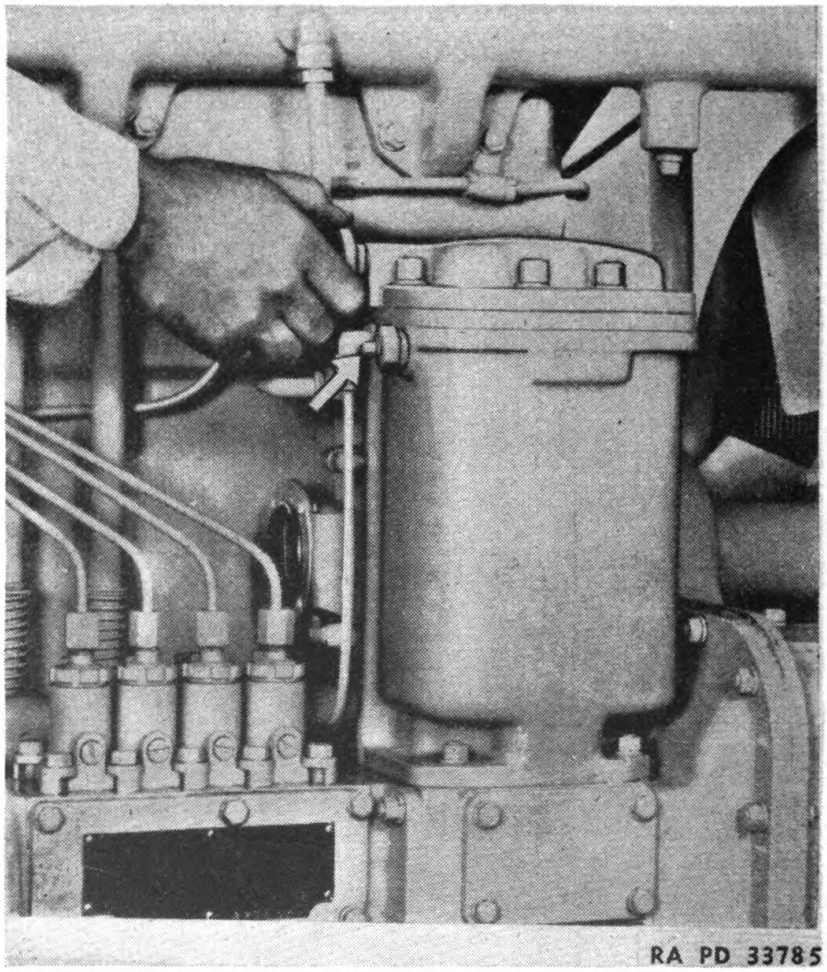

FIGURE 62.—Opening fuel filter vents.
51. Fuel injection pump lifter springs.—*a.* In the event that a lifter spring is broken, the fuel injection pump housing should be taken off the engine (fig. 62).